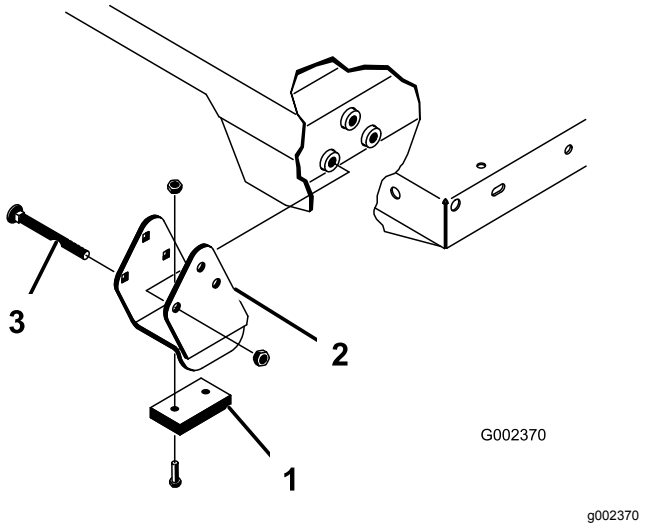

Figuur 36
Opmerking: Zorg ervoor dat de afstandsbeugels en de stootblokken (Figuur 36) zijn gemonteerd met de koppen van de slotbouten aan de binnenzijde van de machine.
2. Plaats de laadbak voorzichtig op het frame van de machine en lijn daarbij de openingen van de achterste draaiplaat van de laadbak uit met de openingen in de achterste framebalk en monteer 2 gaffelpennen en lynchpennen (Figuur 36).
4. Monteer de gaffelpen vanaf de buitenkant van de laadbak met de lynchpen naar buiten (Figuur 36).